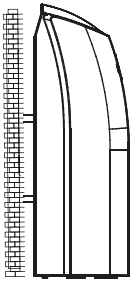

Рис. 12
- Подготовьте монтажные болты для устройства (см. рис. 12).